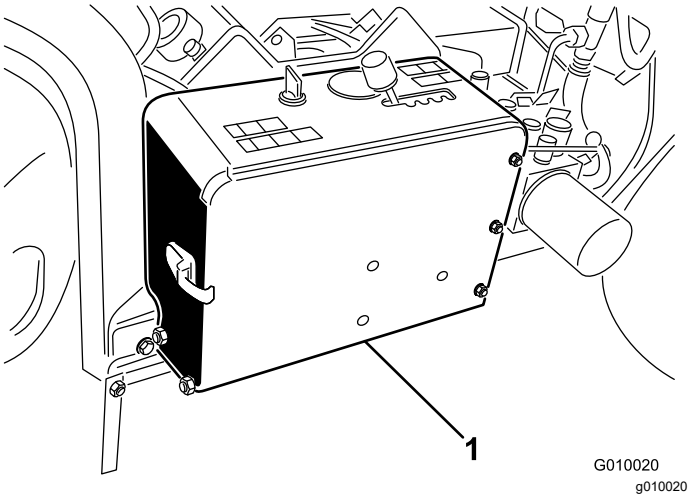

Rysunek 51
1. Odepnij zaczep i podnieś pokrywę akumulatora (Rysunek 51).